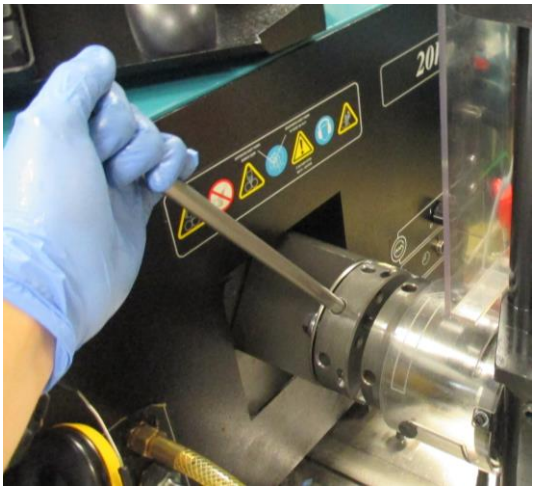

Рисунок 2.10 Проверка муфт привода путем вращения
5. Вручную поверните привод машины, чтобы убедиться, что муфта кулачкового механизма симметрично зацеплена за муфту машины. См. Рисунок 2.10.